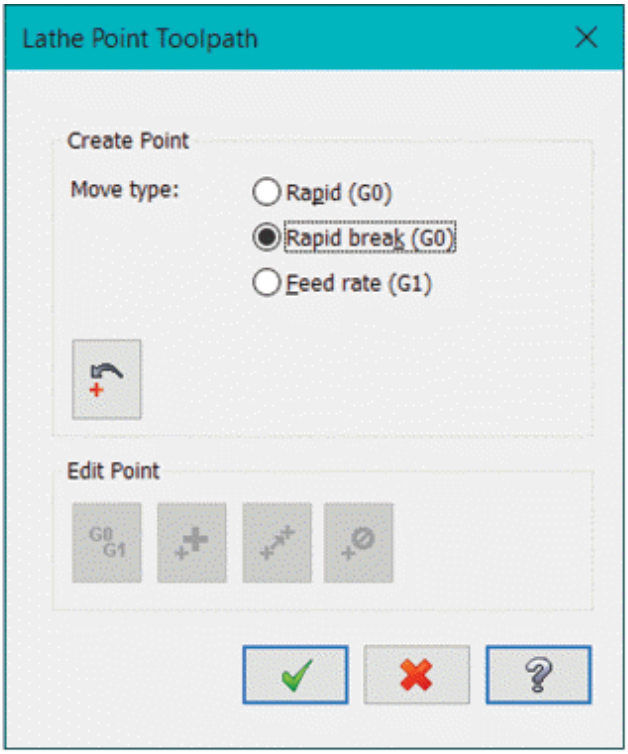

Figure-102. Lathe Point Toolpath dialog box
- Click on the **Point** tool from the expanded **General** panel in the **Turning** tab of **Ribbon**. The **Lathe Point Toolpath** dialog box will be displayed; refer to Figure-102.